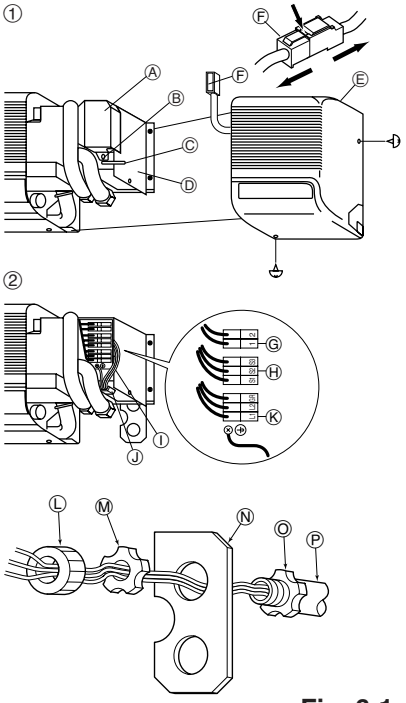

Fig. 6-1
6.1. Unidad interior (Fig. 6-1)
① Retire el panel lateral derecho.